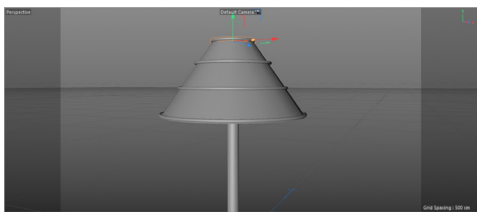

Figure 3-11 *Copies of Shapedesign1.1 placed*
26. Similarly, create two more copies of *shadedesign1.1,* edit their inner edit points and place them on *shade*, as shown in Figure 3-11. If needed, move the shape designs so that the distance between them remains same.